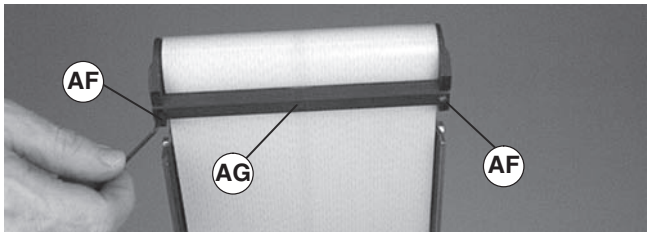

Figure 18
1. If installed, loosen two set screws (Figure 18, item AF) to remove and retain bottom wiper(s) (AG).